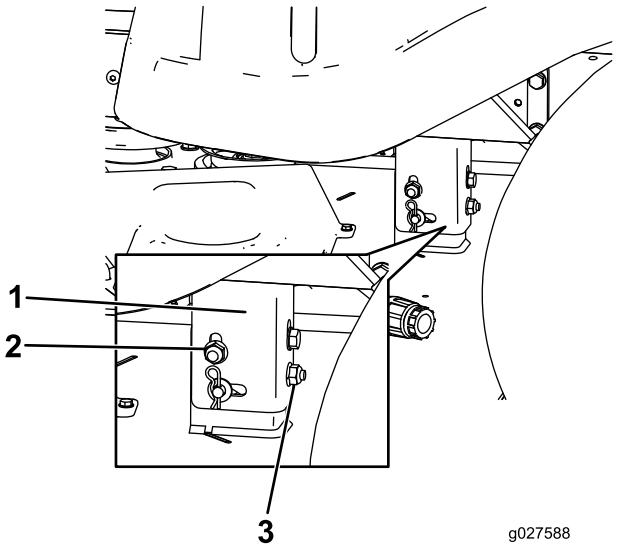

Figur 62
8. Höj eller sänk klipparens vänstra sida genom att vrida på den bakre muttern (Figur 62).